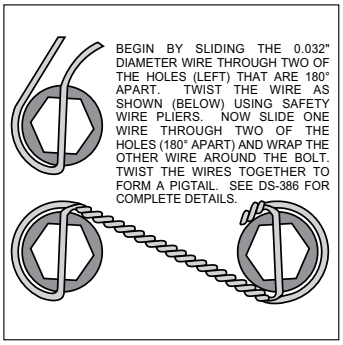

Figure 3. Safety Wire Diagram
STEP 7 Orient the rotor (9) and the hat (10) as shown in Figure 1 and Photo 8. Attach rotor to hat using bolts (11) and washers (12). Apply red *Loctite*® 271 to the bolt threads and torque to value shown in Figure 1 using a criss-cross pattern. For an added measure of security, the bolts may be safety wired using standard 0.032 inch diameter stainless steel safety wire as shown in Figure 3. Please refer to Wilwood's data sheet DS-386 (available at www.wilwood.com/Pdf/DataSheets/ds386.pdf) for complete safety wire installation instructions.